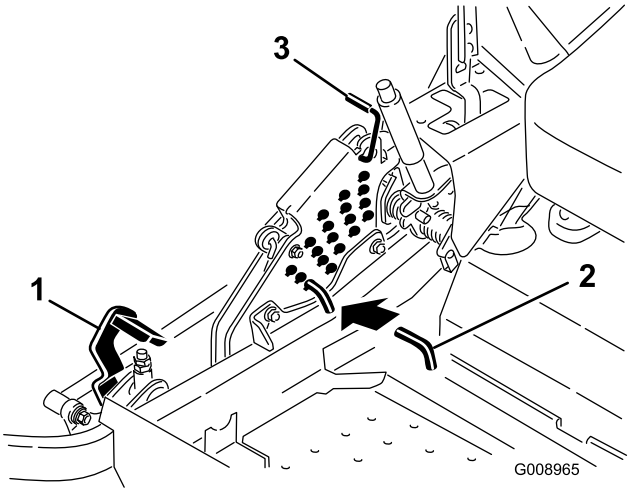

**Figure 27**
2. Appuyez sur la pédale de relevage du plateau de coupe avec le pied et relevez le plateau en position de transport (qui est aussi la position de hauteur de coupe de 140 mm) (Figure 27).
3. Pour changer de hauteur de coupe, tournez la goupille de 90 degrés retirez-la du support de hauteur de coupe (Figure 27).
4. Placez l'axe de chape dans le trou du support correspondant à la hauteur de coupe voulue (Figure 27).